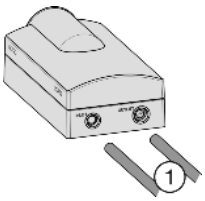

*Fig. 55*
- ▶ Insert the hoses *Fig. 55 (1)*all the way into the water filter module (i.e., up the the mark you made), past the point of resistance.